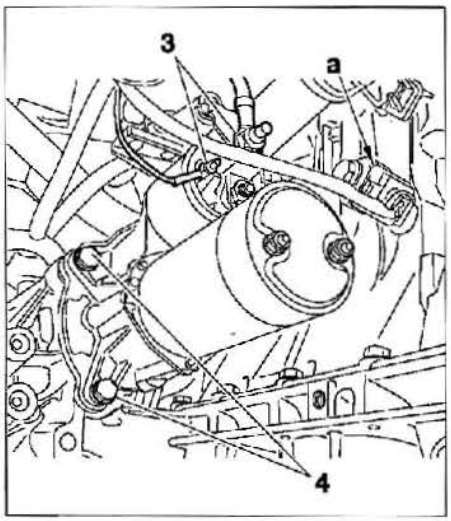

FIG.14
- Desmontar el tornillo (2).
- Sacar el conector "a" **(fig. 14).**
- Desmontar las 2 tuercas (3).
- los 2 tornillos (4)